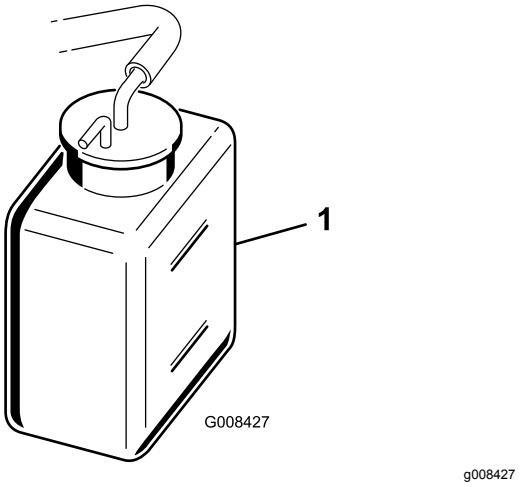

Figuur 45
2. Controleer het koelvloeistofpeil (Figuur 45).